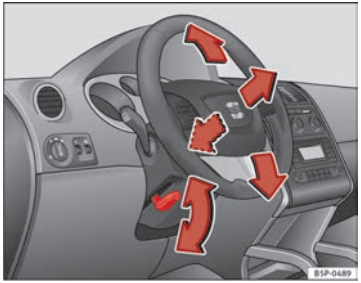

Fig. 137 Adjusting the steering wheel position
– Push the lever under the steering column ⇒ Fig. 137 down ⇒ ⚠.